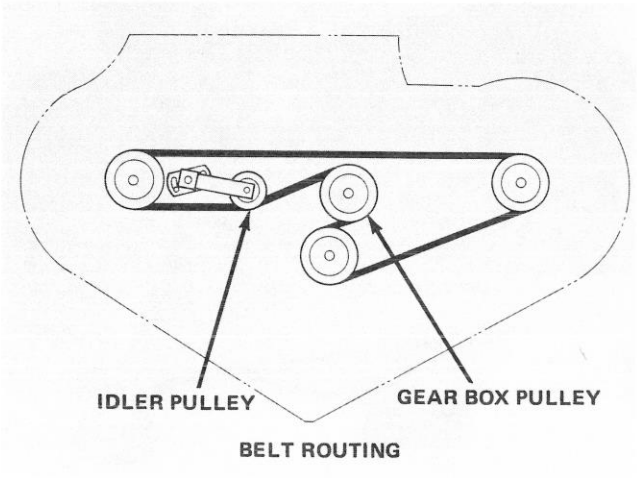

Figure 54
5. Install new belt around gear box pulley, spindle pulleys and idler pulley (Fig. 54).